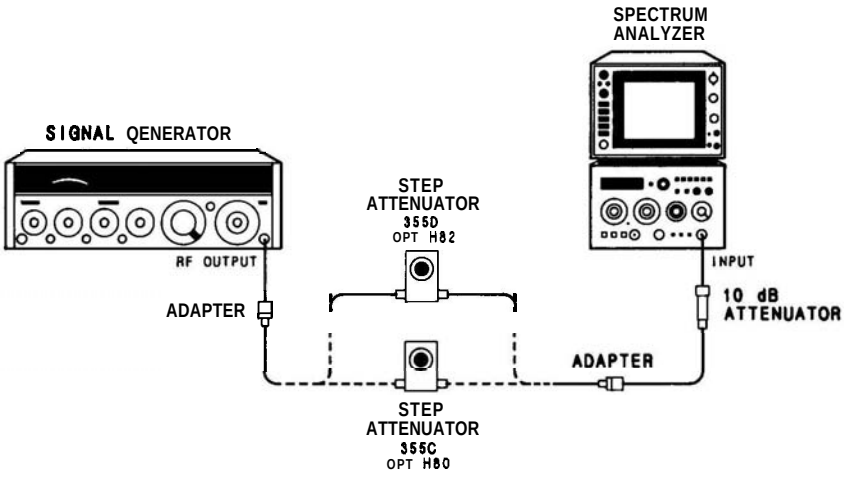

FIGURE 4-18. REFERENCE LEVEL ACCURACY TEST SETUP
2. Connect equipment as shown in Figure 4-18 using 10-dB step attenuator. Set step attenuator to 0 dB and adjust spectrum analyzer TUNING control to center 30 MHz signal on CRT Set FREQ SPAN/DIV control to 10 kHz and RESOLUTION BW control to 3 kHz, adjusting TUNING control as necessary to keep signal centered on CRT